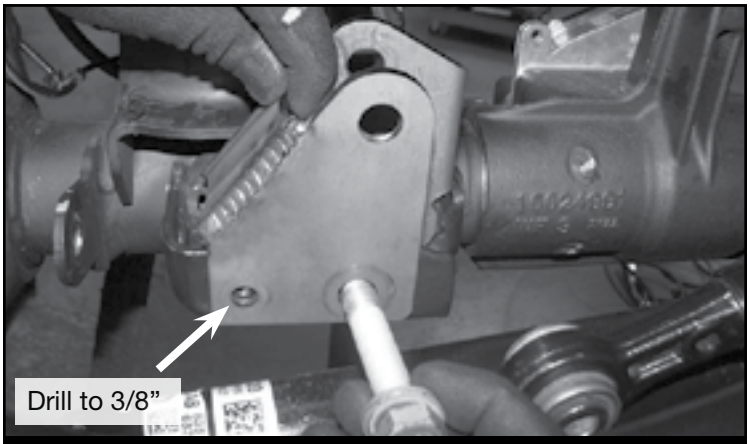
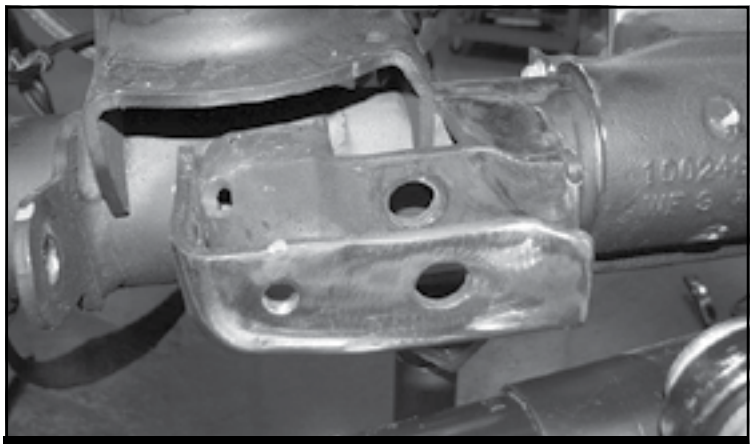

FIGURE 7 - STEP 9
FIGURE 8 - STEP 9
9. Install FT50617 (Front track bar bracket) to the factory mount using stock bolt. **SEE FIGURE 7.** Mark the front hole to drill using the new bracket as a guide. Remove and drill the hole to 3/8”. Sand the factory bracket down to bare metal. **SEE FIGURE 8**